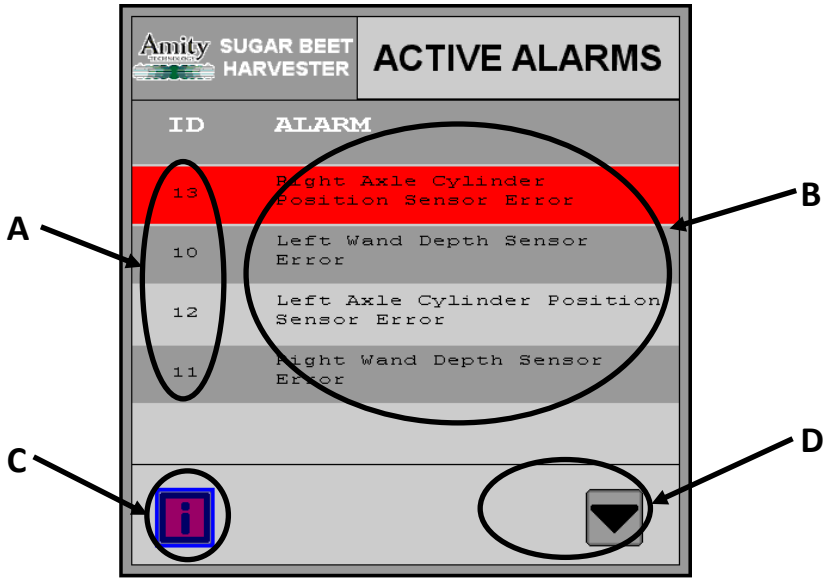

Figure 13-41: Active Alarms Page
Figure 13-41 shows the Active Alarms page. This page displays a list of any currently active alarms within the system. Auto state cannot be entered while any alarms are active. This page can be accessed using the alarm page softkey from any other page (Figure 13-42). Below are descriptions of
- **D—*Scrolling Arrows:*** The scrolling arrows allow you to scroll through the alarms list (Figure 13-41). The alarm highlighted in red is the alarm that will be selected for more information.